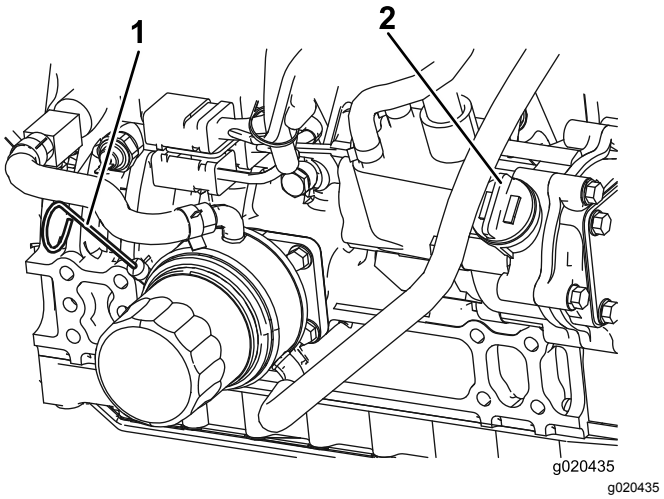

Figur 53
Bemærk: Oliestanden bør være inden for det sikre område (Figur 53).
4. Hvis olien er under det sikre område, skal du fjerne påfyldningsdækslet (Figur 53) og fylde olie på, indtil niveauet når mærket ”Full”. **Fyld ikke for meget på**.